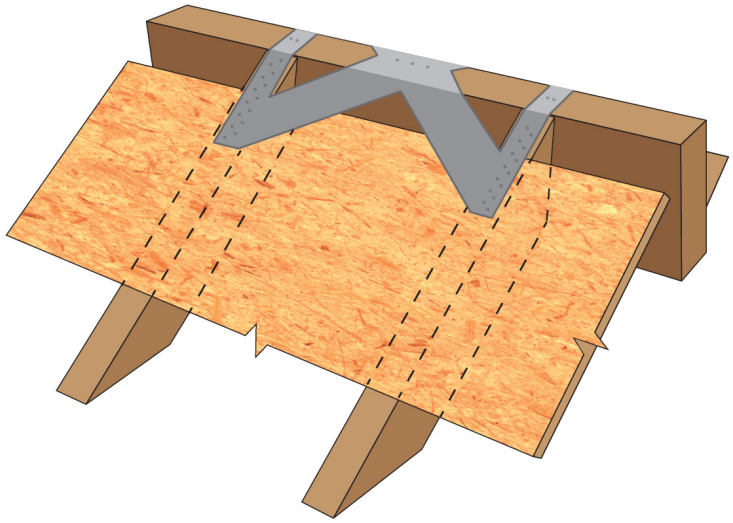

Figure 1. Shear-X™
4.1.1 Shear-X™ is a galvanized steel bracket designed to transfer shear forces in roof diaphragms across the vented ridge accommodating framing members spaced 16" and 24" on center (o.c.), see Figure 1.